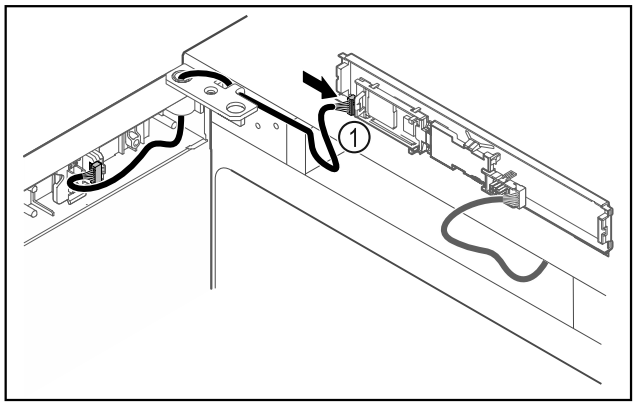

Fig. 41
▶ Подключите штекер *Fig. 41 (1)* к панели.